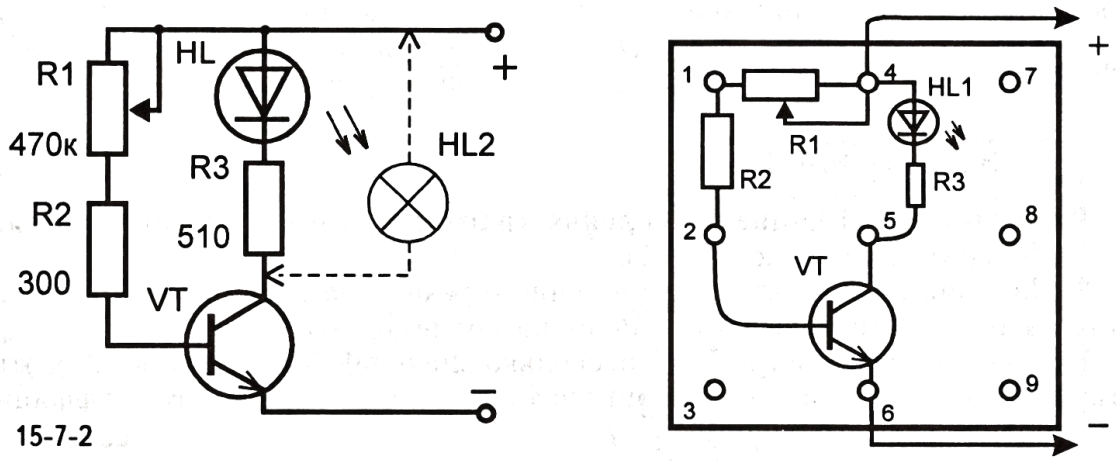

Рис. 15-7-2
1. Соберите схему по рис. 15-7-2 (светодиод можно заменить лампой).